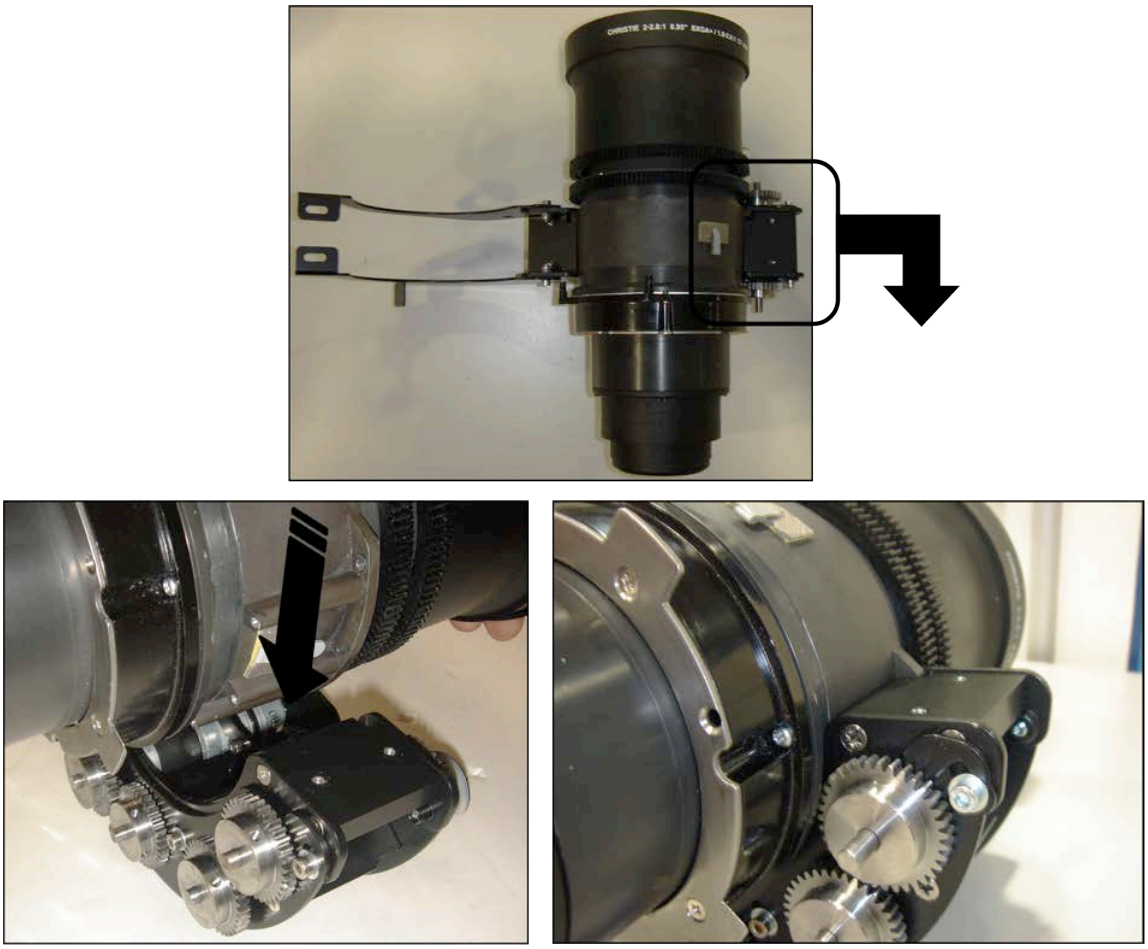

Figure 3-9 Place lens in motor set
6. Place the lens in the motor set in the orientation shown in ***Figure 3-9***.